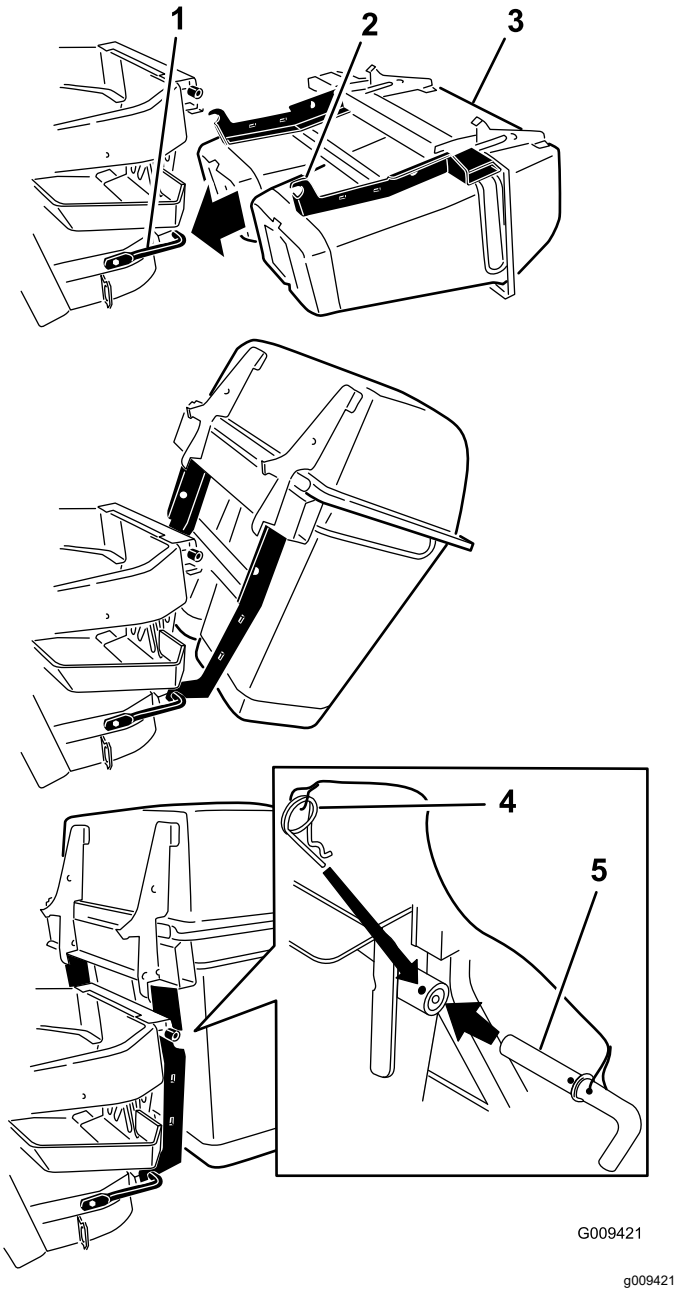

Figur 7
2. Skub krogene op på det nederste monteringsbeslag (Figur 7).
3. Drej motorhjelmsenheden op på det nederste opsamlermonteringsbeslag (Figur 7).
4. Ret hullet i opsamleren ind efter det øverste monteringsbeslag (Figur 7).
5. Monter pinden, og fastgør den med låseclipsen på begge sider (Figur 7).